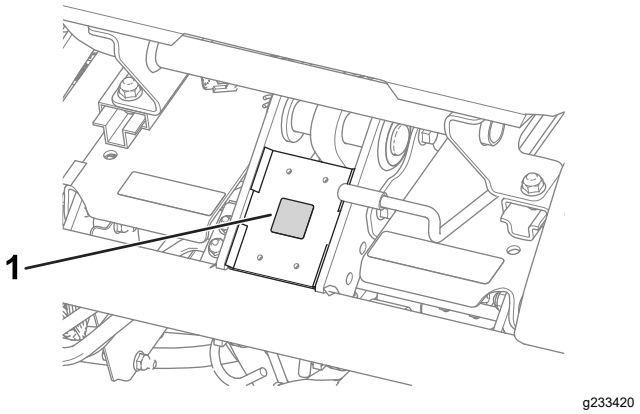

Figur 12
- Sæt CE-mærkatet på rammen under sædets forside (Figur 12).